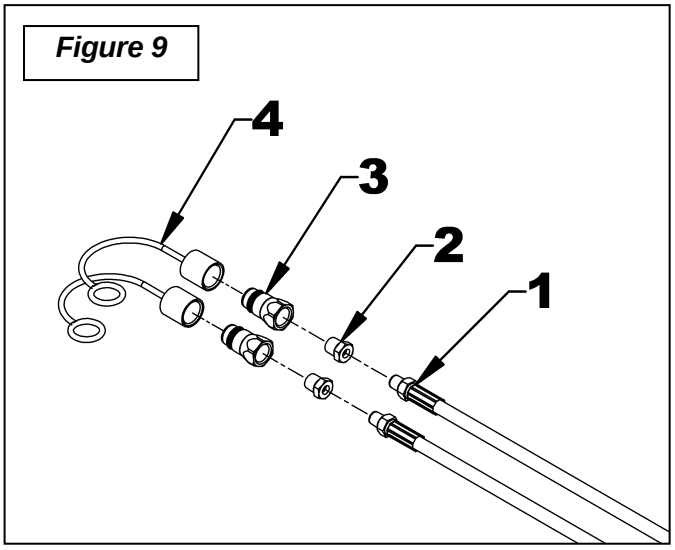

Figure 9
4. **Figure 9: NOT INCLUDED:** Using thread sealant, install a 1/4"NPT female x 1/2"NPT male reducer (item 2), a male quick coupler (item 3) and a dust cap (item 4) on each straight end of the hoses (item 1).